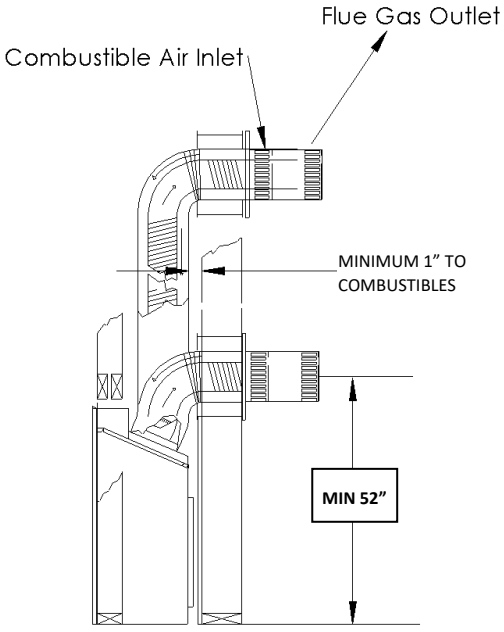

Figure 1
Place the spring spaces provided approximately every two feet to stabilize 4" flex in the center of 7" flex. When forming bends place spring in bend or before and after. (See Fig. 1). Horizontal runs require support metal straps every 2 feet. In offset installation support straps should be used to stabilize pipe.
Expand 4" and 7" flex pipe to the point that the 7" protrudes approximately 2 to 3 inches past outer wall and the 4" flex protrudes approximately 2 to 3 inches past the 7" flex. (See Fig. 1). Attach the 4" pipe to the termination first and secure with sealant and screws then attach the 7" flex to the termination with caulking and screws. Termination may then be moved back to the outer wall and attached to home screwing into the framing. Silicone around termination to waterproof. If siding shield is going to be used attach this using same attaching hole as the top of termination after termination has been caulked for water proofing.
4. To install wall thimble center over 11” x 11” (inch) framing from both sides of wall and secure. Route flex vent pipe through wall thimble (See Figure 1).
8. Support horizontal pipes every two (2) feet (61 cm) with metal strap bands. Re-check fireplace to make sure it is levelled and properly positioned and secured.